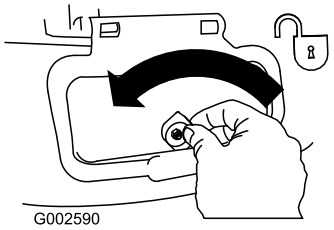

Figuur 27
1. Ontgrendel het deurtje van het zijuitwerpkanaal (Figuur 27).